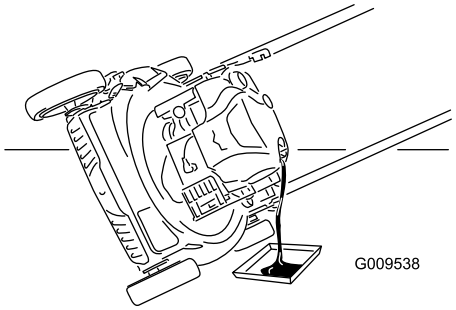

Figur 25
7. Lägg maskinen på sidan med påfyllningsröret nedåt för att tömma ut oljan genom påfyllningsröret i kärlet (Figur 25).